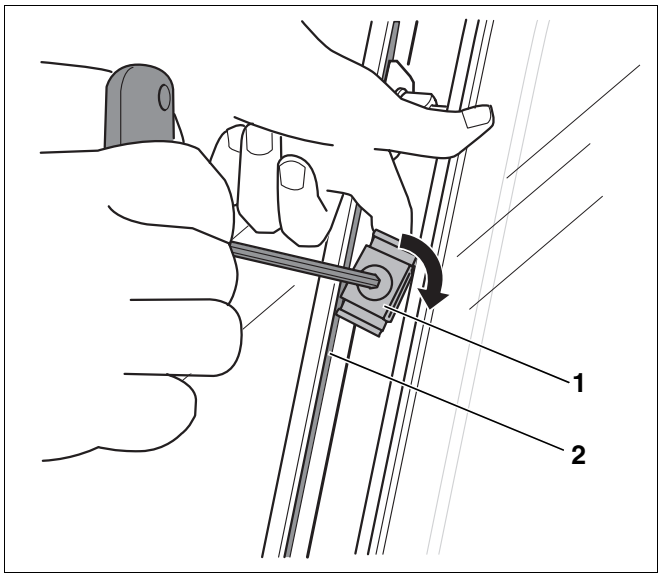

Afb. 61 Collectorverbinder gebruiken
De collectorverbinder (afb. 61, **pos. 1**) verhindert, dat de collectoren bij hoge belastingen tegen elkaar zouden schuiven. De collectorverbinder moet apart besteld worden.
- Houd de collectorverbinder in de nok van het bevestigingsplaatje (afb. 61, **pos. 2**) in het bovenste deel (op ca. 1/3) van de beide gemonteerde collectoren (onder de dompelhuls voor de voeler).